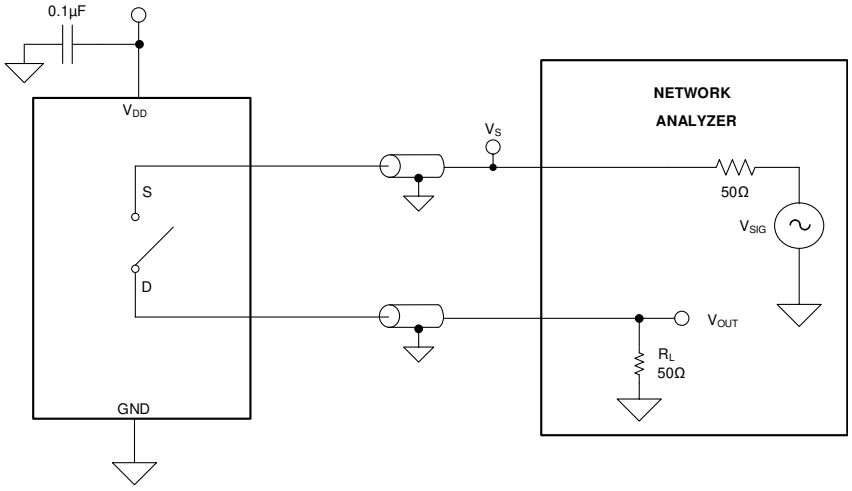

Figure 7-6. Off Isolation Measurement Setup
Off isolation is defined as the ratio of the signal at the drain pin (D) of the device when a signal is applied to the source pin (S) of an off-channel. The characteristic impedance, Z_0, for the measurement is 50Ω. Figure 7-6 shows the setup used to measure off isolation. Use off isolation equation to compute off isolation.